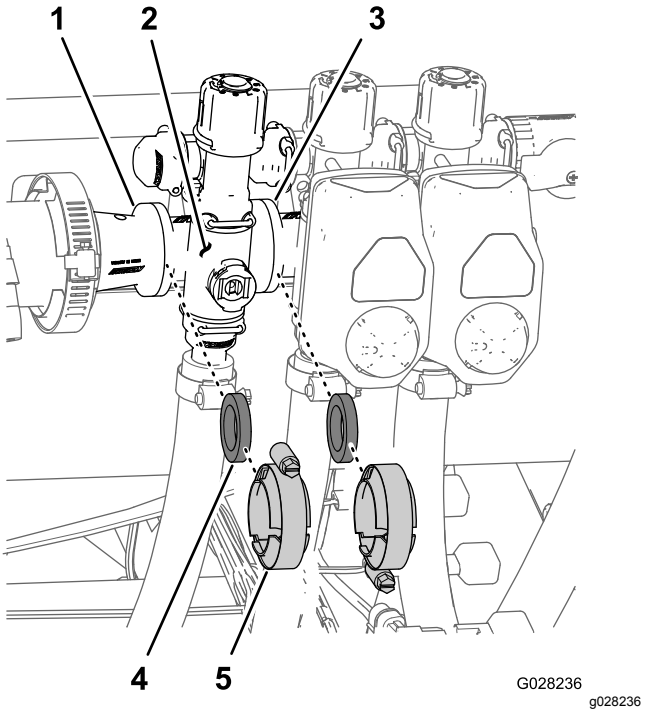

Figur 94
1. Fjern de klemmer og pakninger, der fastgør manifolden til sektionsventilen (Figur 94) til sektionsventilen ved siden af (hvis det er venstre sektionsventil) og reduktionskoblingen.